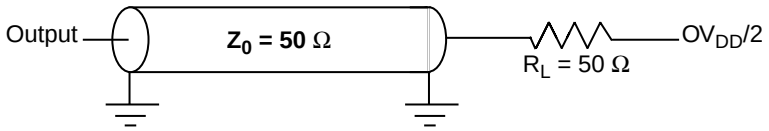
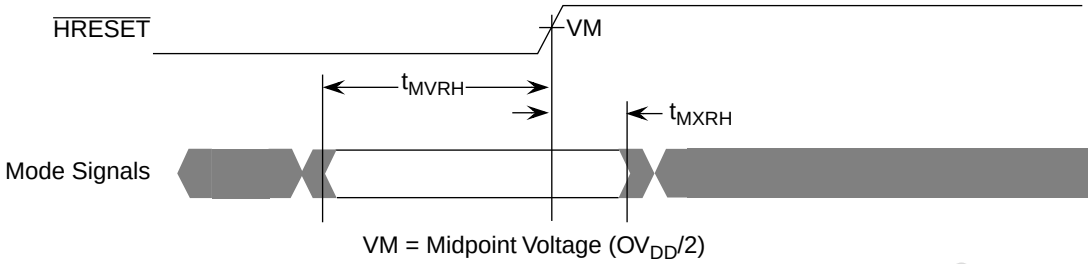

Figure 4. AC Test Load
Figure 5. Mode Input Timing Diagram
Table 9 provides the processor bus AC timing specifications for the MPC7450 as defined in Figure 4 and Figure 5. Timing specifications for the L3 bus are provided in Section 1.5.2.3, “L3 Clock AC Specifications.”
1. All input specifications are measured from the midpoint of the signal in question to the midpoint of the rising edge of the input SYSCLK. All output specifications are measured from the midpoint of the rising edge of SYSCLK to the midpoint of the signal in question. All output timings assume a purely resistive 50-Ω load (see Figure 4). Input and output timings are measured at the pin; time-of-flight delays must be added for trace lengths, vias, and connectors in the system.
2. The symbology used for timing specifications herein follows the pattern of $t_{\text{(signal)(state)(reference)(state)}}$ for inputs and $t_{\text{(reference)(state)(signal)(state)}}$ for outputs. For example, t_{IVKH} symbolizes the time input signals (I) reach the valid state (V) relative to the SYSCLK reference (K) going to the high (H) state or input setup time. And t_{KHOV} symbolizes the time from SYSCLK(K) going high (H) until outputs (O) are valid (V) or output valid time. Input hold time can be read as the time that the input signal (I) went invalid (X) with respect to the rising clock edge (KH) (note the position of the reference and its state for inputs) and output hold time can be read as the time from the rising edge (KH) until the output went invalid (OX).
3. The setup and hold time is with respect to the rising edge of $\overline{\text{HRESET}}$ (see Figure 5).
Figure 4 provides the AC test load for the MPC7450.
Figure 5 provides the mode select input timing diagram for the MPC7450.